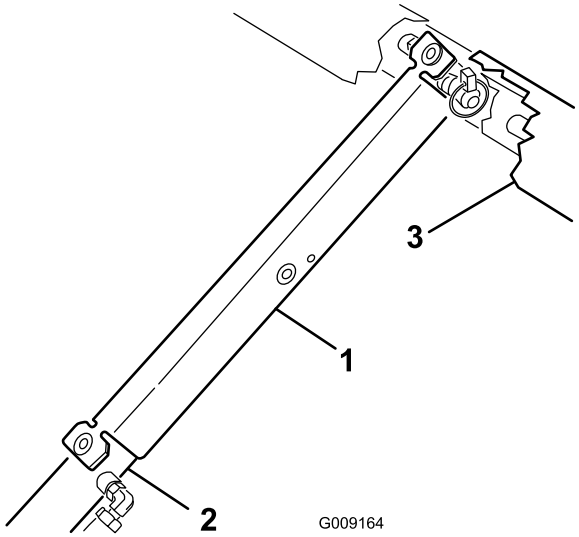

**Figur 31**
3. Skyv støttepilaren for lasteplanet på sylinderstangen. Påse at pilarendene hviler på enden av sylinderløpet og sylinderstangen (Figur 31).